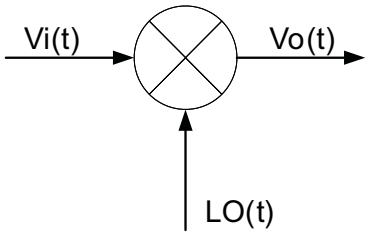

Figure 83. Block Diagram of Mixer Operation
The CW mixer in the AFE5809 is passive and switch based; passive mixer adds less noise than active mixers. It achieves good performance at low power. Figure 83 and the equations describe the principles of mixer operation, where Vi(t), Vo(t), and LO(t) are input, output, and local oscillator (LO) signals for a mixer respectively. The LO(t) is square-wave based and includes odd harmonic components, as shown in Equation 9: